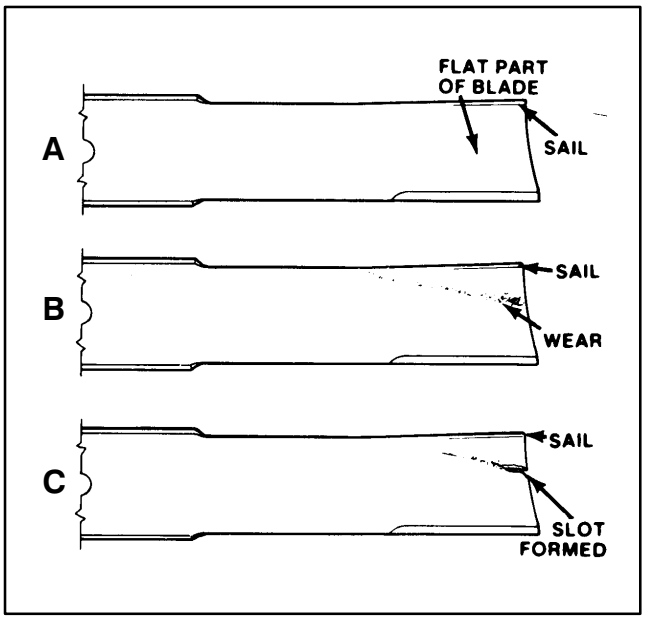

Figure 30
CHECKING SAIL AND SHARPENING CUTTER BLADE (Fig. 30−31)
2. Examine cutting ends of the blade carefully, especially where the flat and curved parts of the blade meet (Fig. 30−A). Since sand and abrasive material can wear away the metal that connects the flat and curved parts of the blade, check the blade before using the mower. If wear is noticed (Fig. 30−B), replace the blade.
If blade is allowed to wear, a slot will form between the sail and flat part of the blade (Fig. 30−C). Eventually a piece of the blade may break off and be thrown from under the housing, possibly resulting in serious injury to yourself or bystanders.